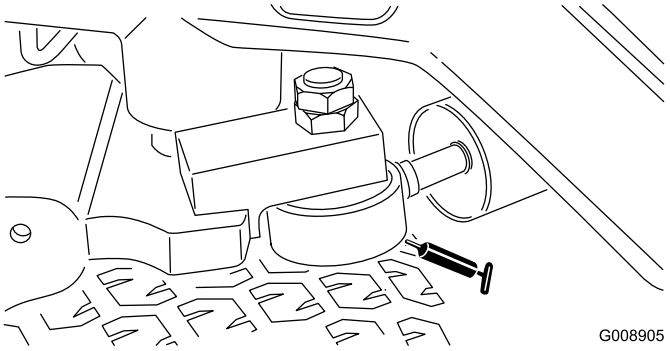

**Figur 61**
**Bemærk:** En ekstra smørefitting kan monteres i den anden ende af styretøjscylinderen. Fjern dækket, monter og smør niplen, fjern niplen, og sæt derefter proppen på (Figur 61).